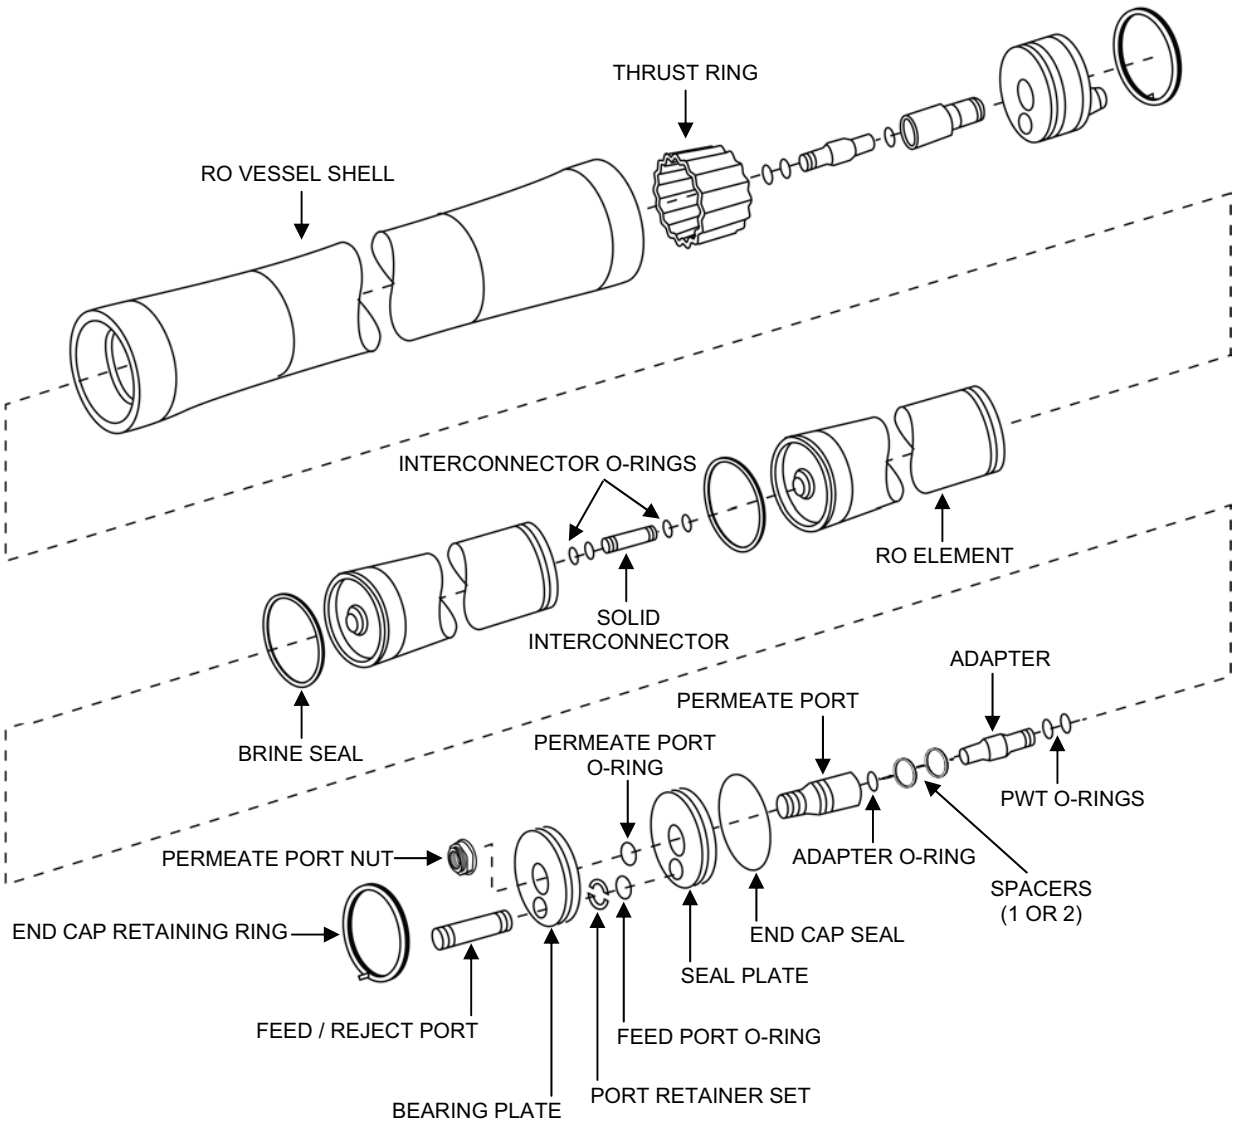

Figure 13. Element O-Ring Replacement.
6. Disassemble the end cap(s) as follows (Figure 13):
7. Remove and discard the following O-rings and seals (Figure 13):